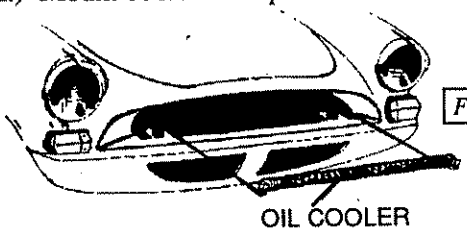

Figure 1
3. Mount the cooler in front of the radiator (there should be holes already in the sheet metal.) Mount cooler on top as shown or from bottom as in Alpines (Fig.1).